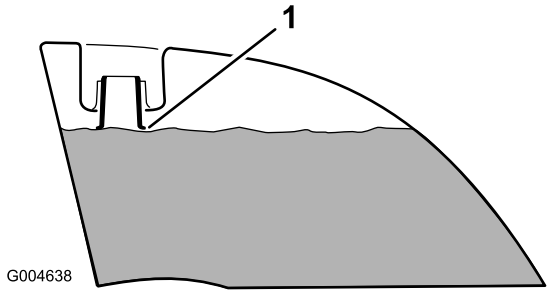

Figuur 10
4. Vul beide brandstoftanks totdat het peil de onderkant van de vulbuis bereikt (Figuur 10). **De tanks niet te vol vullen.**